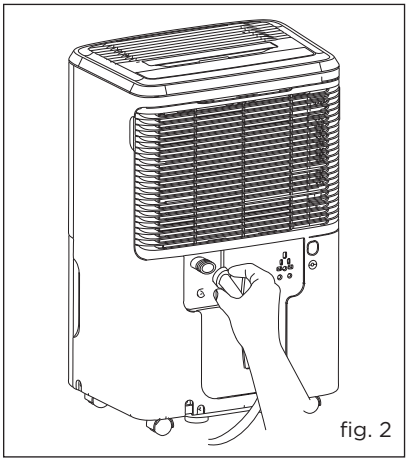

fig. 2
c. Inserte el extremo roscado hembra de la manguera en el conector de drenaje de la unidad. (fig. 2)